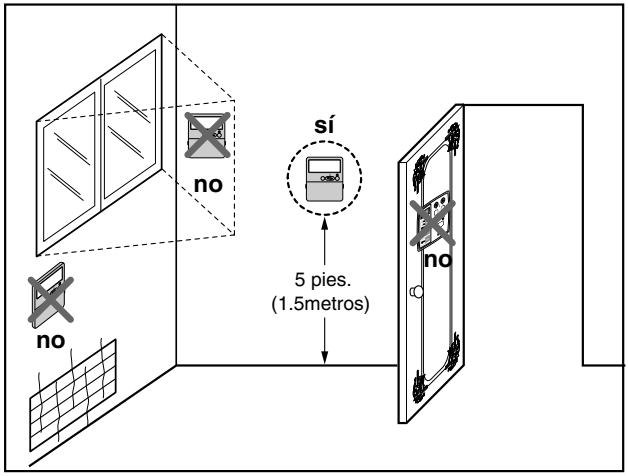

Fig.5 Ubicaciones típicas para el mando a distancia
- Este mando a distancia está equipado con un LED de 7 segmentos. Para poder ver bien la pantalla de los LED del mando a distancia, éste debería instalarse debidamente como se muestra en la Fig.5.